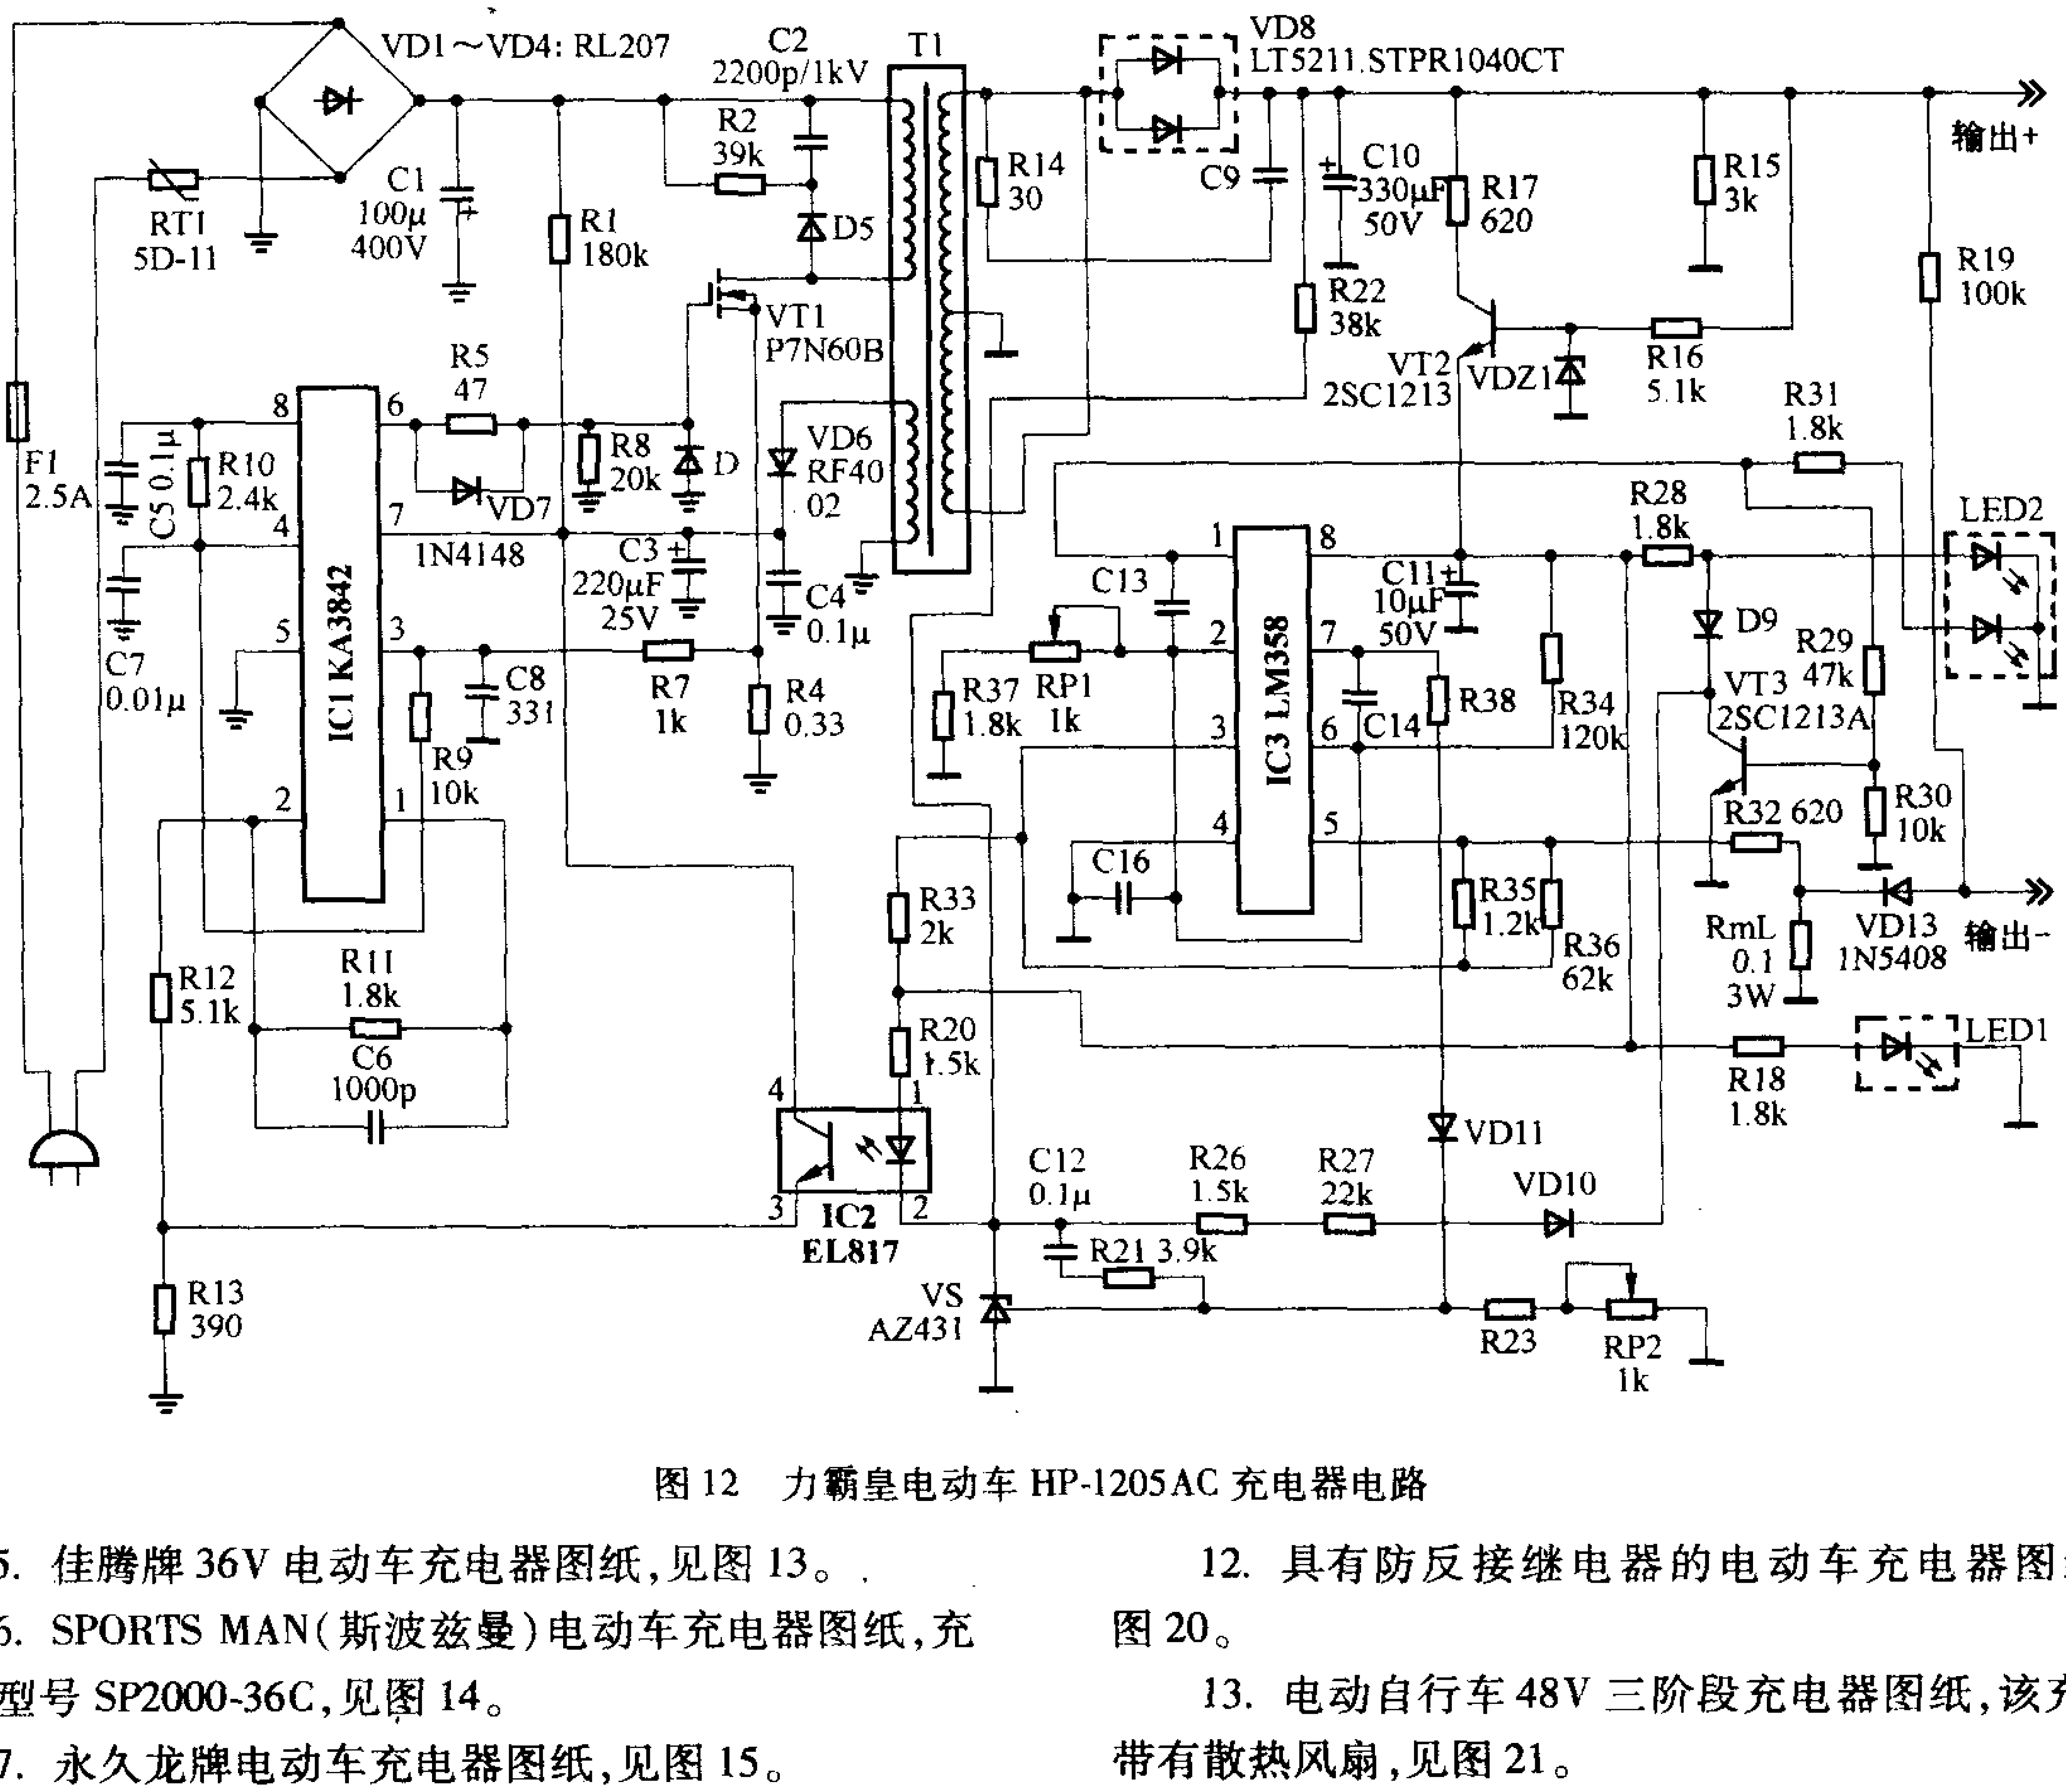

图12 力霸皇电动车HP-1205AC充电器电路
4. 力霸皇电动车充电器图纸，充电器型号HP-1205AC，见图12。